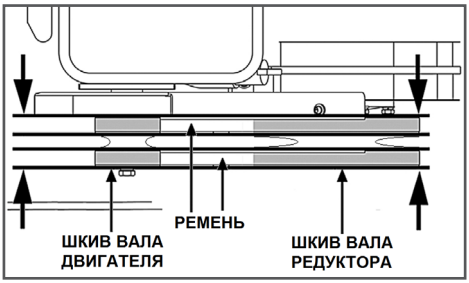

Рис. 27 Проверка соосности шкивов
3. Убедитесь, что ремни и шкивы вала двигателя и вала редуктора находятся на одной оси (Рис. 27).
В том случае, если это не так, ослабьте затяжку болтов крепления двигателя и сдвиньте двигатель так, чтобы ремни и шкивы вала редуктора и вала двигателя находились на одной оси (Рис. 27). Затяните болты крепления двигателя.